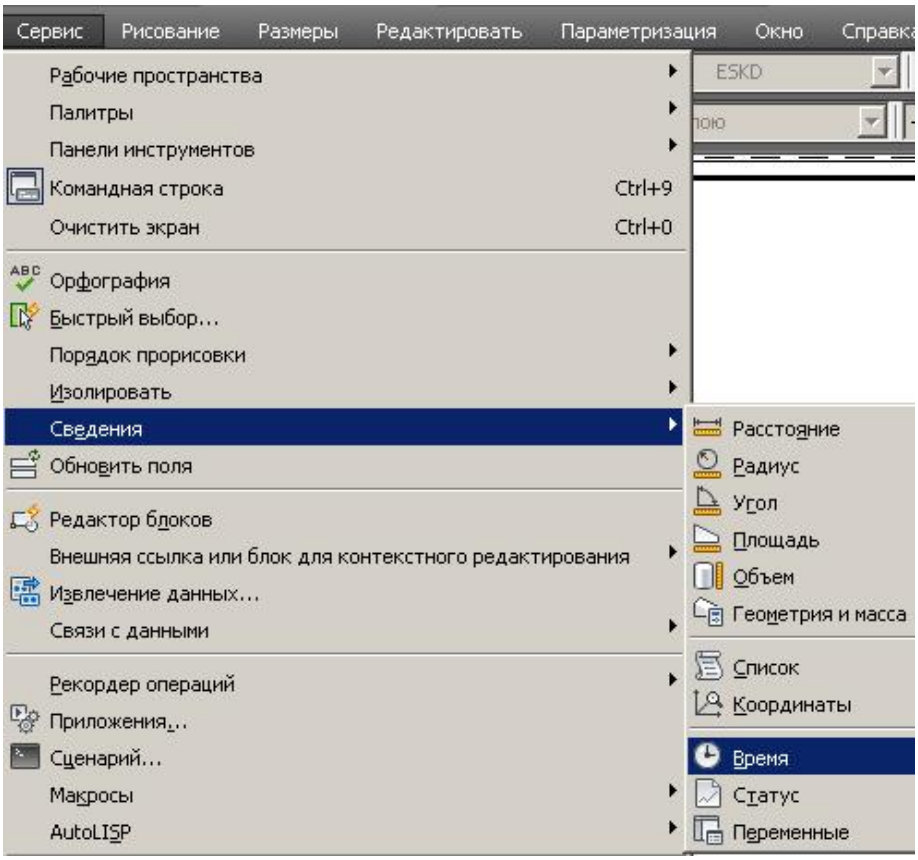

Рис.1.5.18. ***Геометрические измерения и вычисления, хронометраж***
«Сервис» → «Сведения» → «Время» (рис.1.5.18) служит для получения хронологических данных и управления ими. Команда генерирует текст со значениями следующих параметров:
Так, для определения координат точки чертежа служит команда «Координаты» (ID), которую можно найти по маршруту: «Сервис» → «Сведения» → «Координаты» (рис.1.5.18). Чтобы рассчитать расстояние между двумя точками, достаточно вызвать опцию «Расстояние» (Distance). Система AutoCAD предлагает услуги и по вычислению площади и периметра любого замкнутого контура.